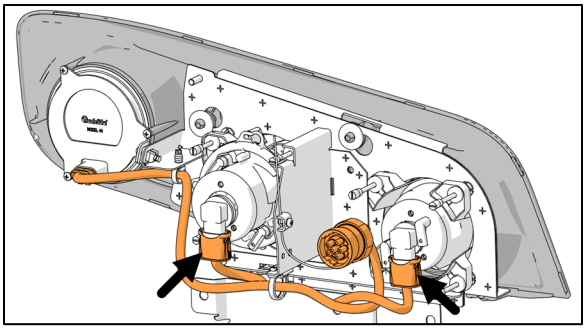

**FIGURE 78**
3. Unplug the bulb connector (Figure 78).